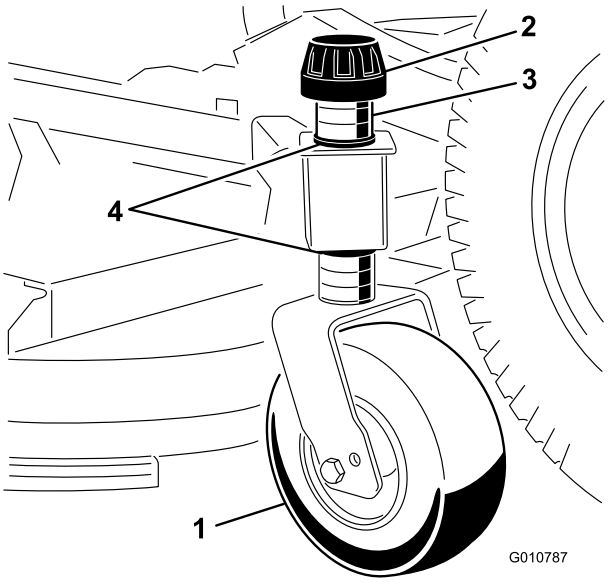

**Figuur 9**
1. Verwijder het klemkapje waarmee het maatwiel is bevestigd aan de beugels van het maaidek (Figuur 9).